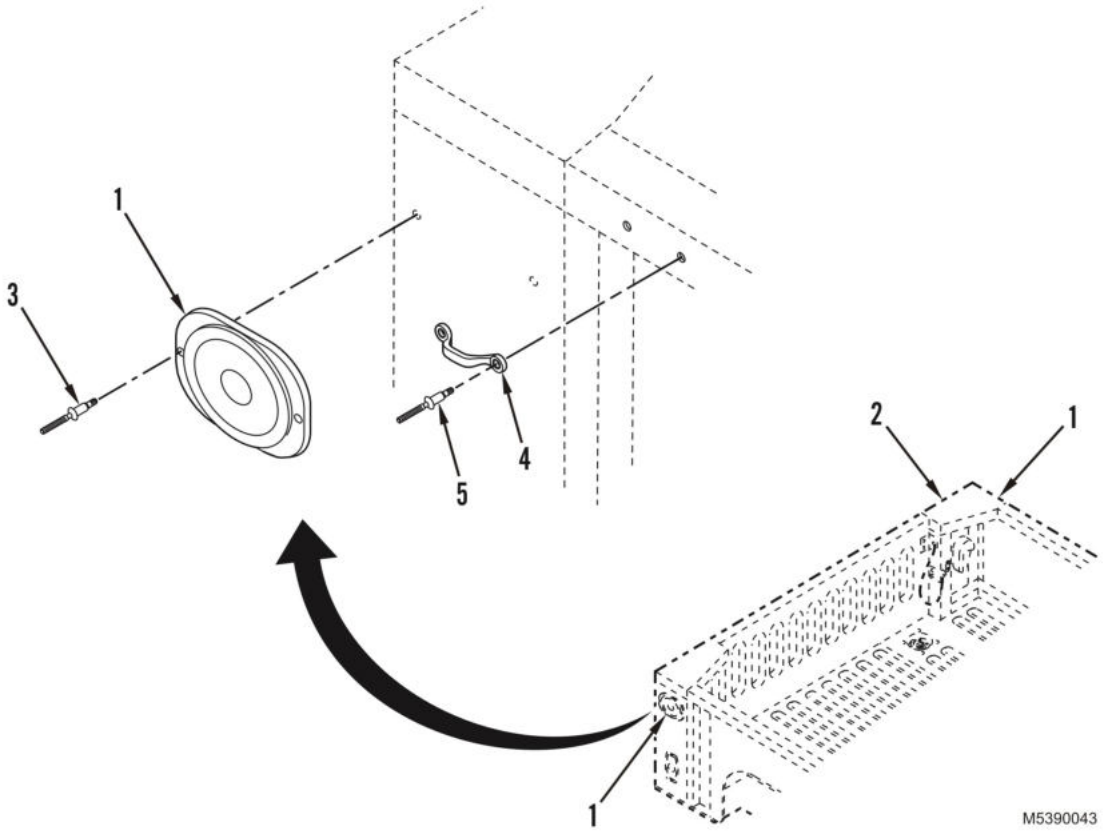

Figure 1. Reflector and Tiedown Loop Removal and Installation.
1. Drive heads off of two rivets (Figure 1, Item 3), securing reflector (Figure 1, Item 1) to cargo body (Figure 1, Item 2).
2. Remove rivets (Figure 1, Item 3) and reflector (Figure 1, Item 1) from cargo body (Figure 1, Item 2). Discard rivets.
3. Drive heads off of two rivets (Figure 1, Item 5) and remove two rivets and tiedown loop (Figure 1, Item 4) from cargo body (Figure 1, Item 2). Discard rivets.
1. Install reflector (Figure 1, Item 1) on cargo body (Figure 1, Item 2) with two new rivets (Figure 1, Item 3).
2. Install tiedown loop (Figure 1, Item 4) on cargo body (Figure 1, Item 2) with two new rivets (Figure 1, Item 5).